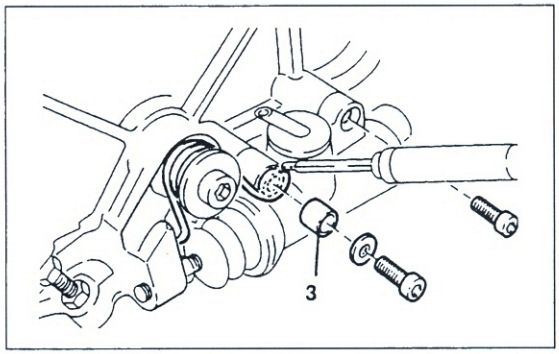

Bild 199
● Fussrastenplatte ausbauen und Pumpe ② lösen. Dabei auf Distanzhülse ③ Bild 199 achten. Feder steht unter Druck.